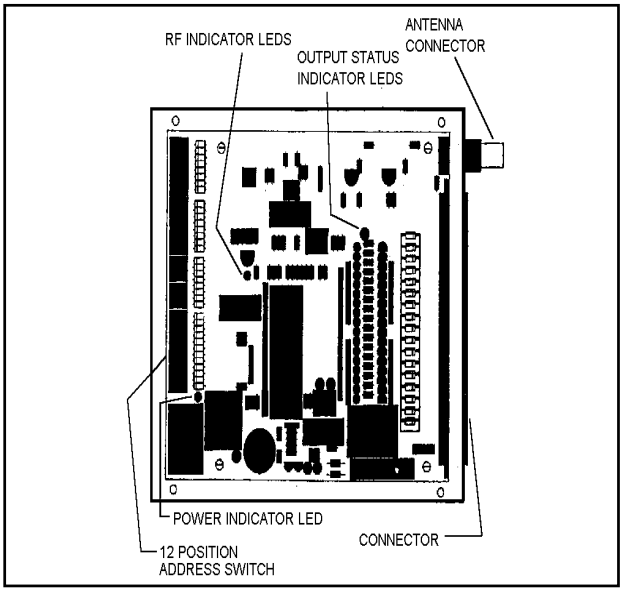

Figure 4-5 Receiver Printed Circuit Board
a. Remove the cover on the receiver. **(See Figure 4-5.)**